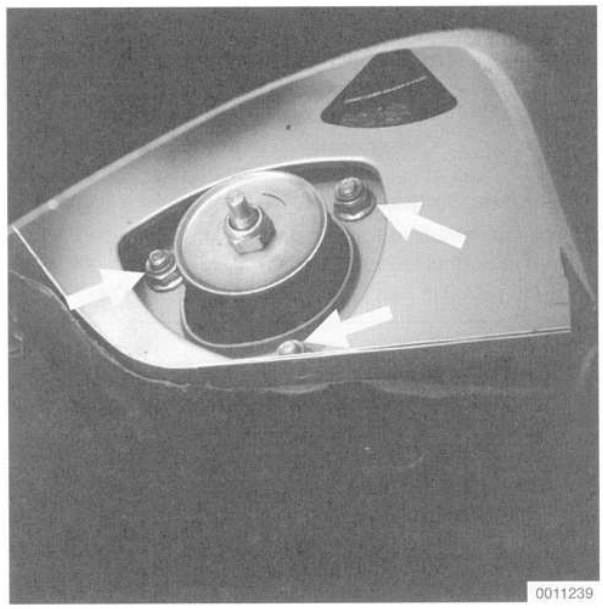

Fig. 4. Rear strut upper mounting nuts (**arrows**).
6. Remove the strut upper mounting nuts. See Fig. 4.